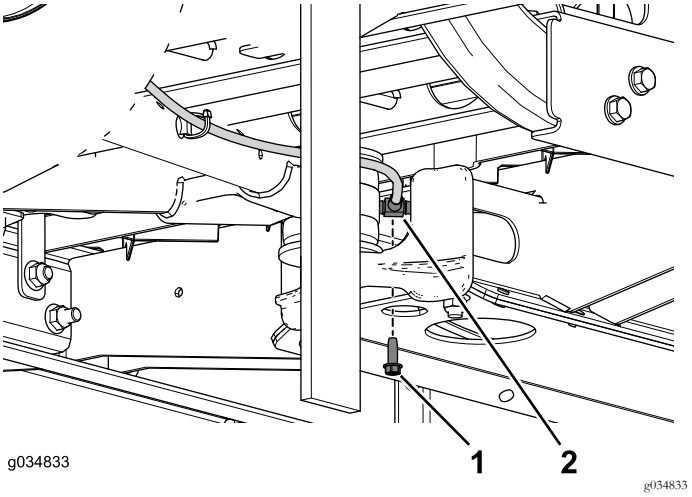

Рисунок 66
6. Выверните самонарезающий винт, который крепит тройник к центральному швеллеру (Рисунок 66).